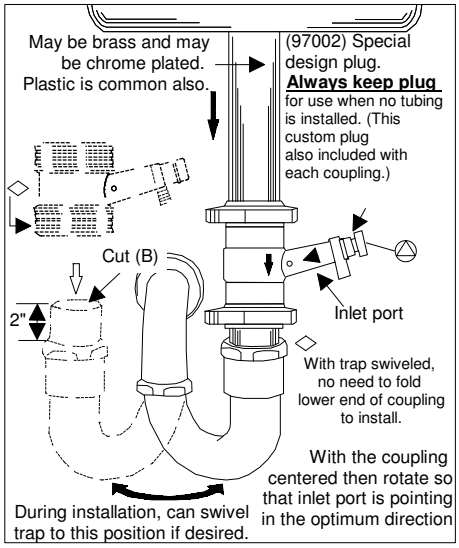
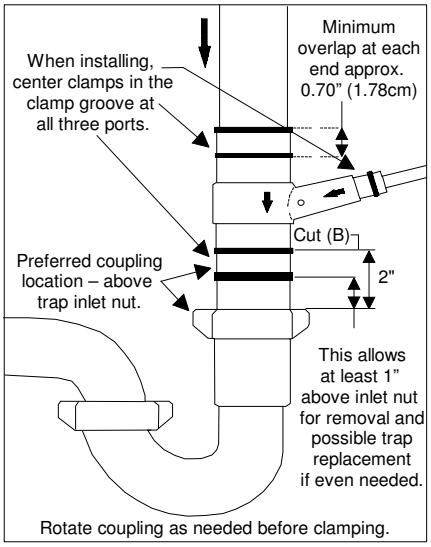
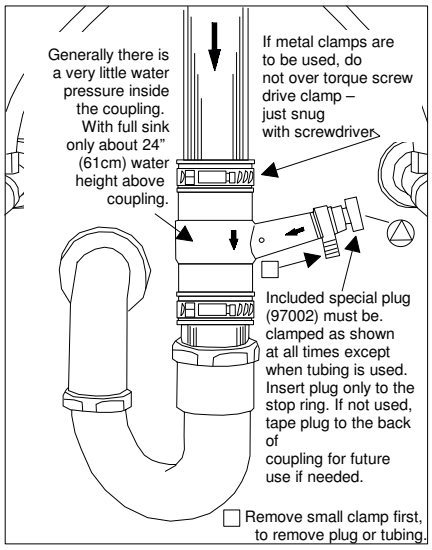
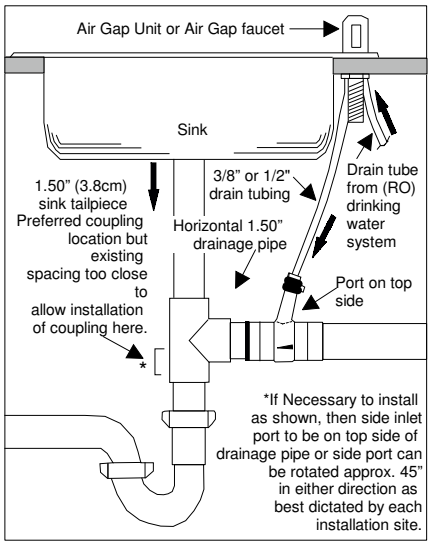

Fig. 4
Fig. 5
Fig. 6
Fig. 8
7. Generally: Outlet pipe size and length is determined by this unit. Inlet pipe size, length and height is determined by the installation site and the water conditioner manufacturer recommendations. (Also see item 7 below.)
8. Install Model 21 vertically (Fig. 4) or at 45° (Fig. 8) or at some angle between 45° and vertical – always with the inlet elevated above the outlet port. (All model 31-S, 31-TT and 61-S must be installed vertically).
2. Never install such that the inlet port is less than 45° above the outlet port (Fig. 8 depicts 45° mounting)
3. Avoid long horizontal piping in the outlet piping (Fig.4 or Fig. 5); minimizing elbows in outlet piping (Fig.5); avoid any severe turns or elevation of outlet piping such as Figs. 6, 8 or 9. (Water flow in outlet piping should not be restricted by severe turns or elevation increase, (2-8) particularly if large flows are involved as from a softener.)
If large stainless screw drive clamps are used (Fig.6), their width must be 0.50"